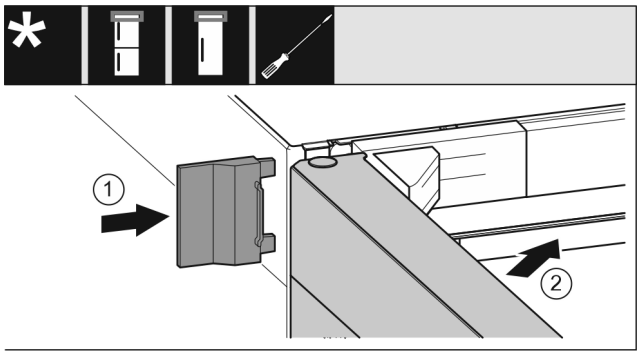

Fig. 27
▶ Vnější kryt *Fig. 27 (1)* nasuňte.
▶ Zavřete horní dveře *Fig. 27 (2)*.